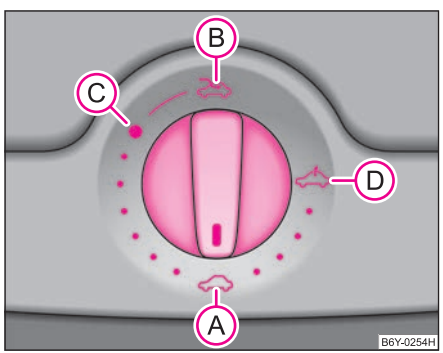

Fig. 32 Control dial for the power sliding/tilting roof
The sliding/tilting roof is operated by means of the control dial ⇒ fig. 32 and only functions when the ignition is switched on. The control dial has a number of fixed positions.
– Turn the switch to position (C) ⇒ page 52, fig. 32.
– Turn the switch to position (A) ⇒ page 52, fig. 32.
The sliding/tilting roof is equipped with an overload protection system. The sliding/tilting roof stops and moves back several centimetres when it cannot be closed because there is something in the way (e.g. ice). You can close the sliding/tilting roof completely without overload protection by pressing the switch to the (A) position ⇒ page 52, fig. 32 at the front for as long as it takes for the sliding/tilting roof to shut completely ⇒ ⚠.
It is necessary after each emergency operation (using crank handle) to move the sliding/tilting roof into the basic position. Here you have to press the control dial forward to switch position (A) ⇒ page 52, fig. 32 for about 10 seconds. ■